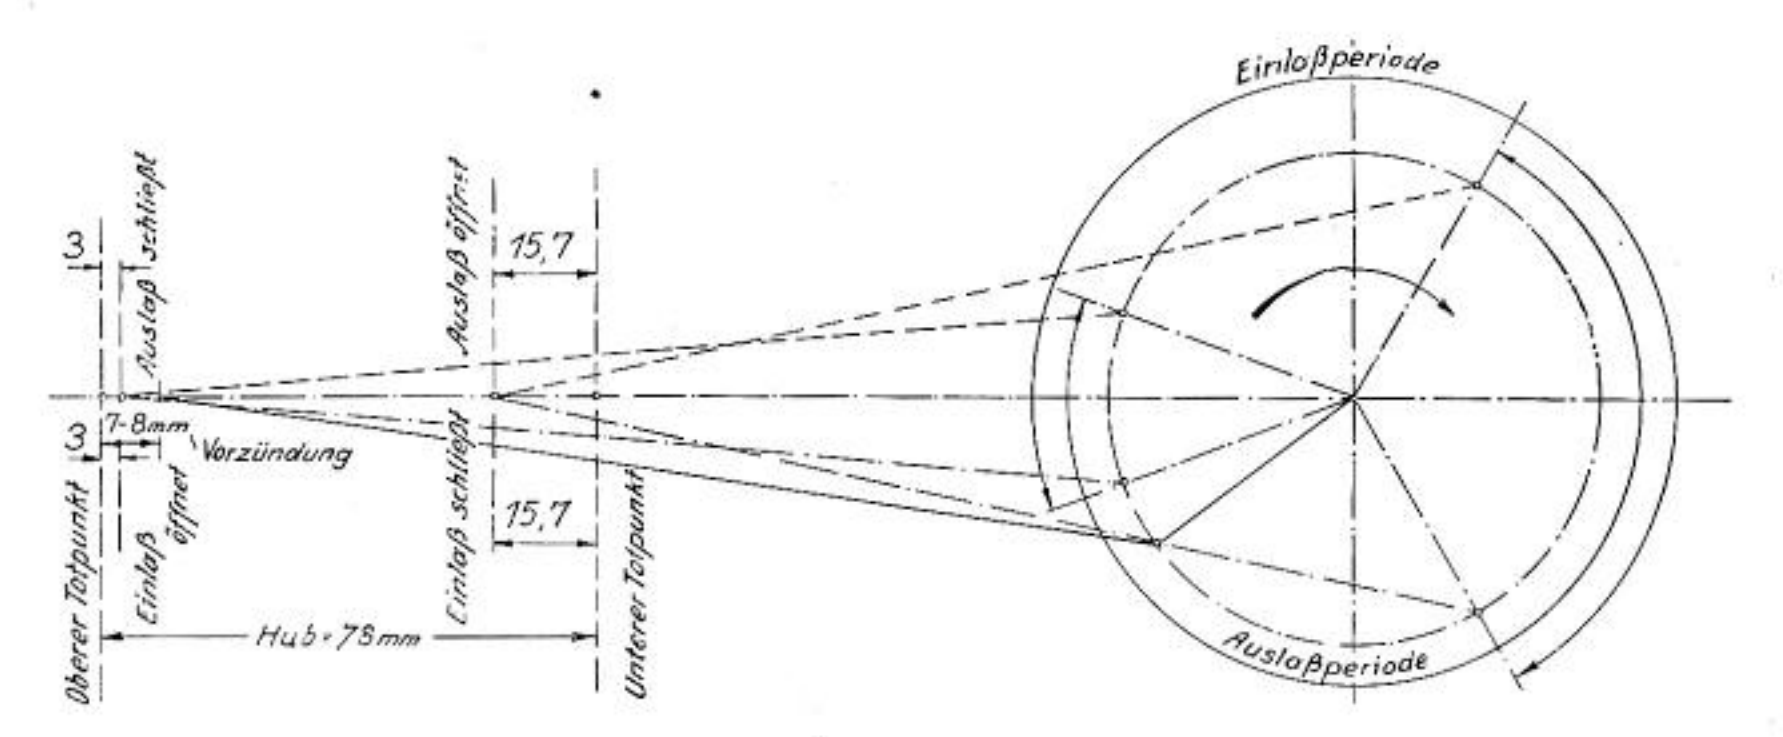

Abb. 37 Einstellschaubild für die Tourenmaschine
Sollten die beiden Marken nicht genau zur Übereinstimmung zu bringen sein, was bei Längung der Antriebskette der Fall sein kann, so ist es empfehlenswert, sich der Einstellschaubilder zu bedienen (Abb. 37 und 38). Nach diesen ist, beispielsweise bei der Tourenmaschine, die Kurbelwelle, nachdem ebenfalls vorher der Kolben des Einstellzylinders auf oberen Totpunkt gestellt wurde, um den Betrag der Voröffnung des Einlaßventiles (2,8 mm Kolbenweg, vergl. Abb. 37) zurückzudrehen (in Fahrtrichtung gesehen rechts herum, im Sinne des Uhrzeigers), dann die Steuerwelle so zu stellen, daß das Einlaßventil des Einstellzylinders ge-
**Tourenmaschine:** Nach Abnahme des Zylinderkopfes des in Fahrtrichtung gesehen rechts liegenden Zylinders, stellt man die Kurbelwelle auf den oberen Totpunkt am Ende des Verdichtungshubes. Dabei müssen beide Ventile geschlossen sein. Soll die Zündmaschine nach dem Einstellen der Steuerung eingebaut werden, ist die Kurbelwelle, nachdem der Kolben des Einstellzylinders für die Einstellung der Steuerung auf oberen Totpunkt gestellt wurde, für das Einsetzen des Lichtbatterie- bzw. Lichtmagnetzünders genau um 360° im Drehsinn des Motors (in Fahrtrichtung gesehen links herum, entgegen dem Sinn des Uhrzeigers!) weiterzudrehen. Hierauf dreht man die Kurbelwelle so lange zurück (in Fahrtrichtung gesehen r e c h t s herum, im Sinne des Uhrzeigers), bis der Kolben einen Weg von 7-8 mm (vergl. Einstellschaubild Abb. 37) zurückgelegt hat. In dieser Stellung legt man die Kette zwischen Nockenwellenkettenrad und dem Antriebsrat des Licht- bzw. Magnetzünders, der nach der vorhergehenden Anleitung eingestellt wurde, auf.